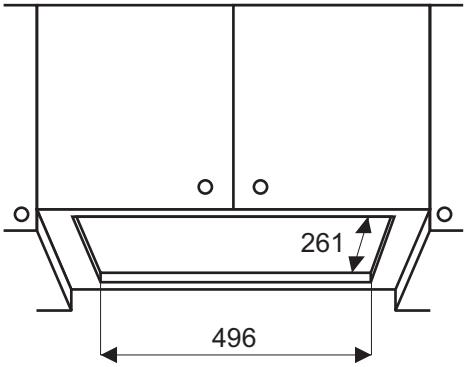

Рис. 11
1. Подвесной шкафчик, в который будет устанавливаться вытяжка, должен быть предварительно подготовлен. В дне шкафчика, в соответствии с размерами вытяжки, необходимо вырезать прямоугольное отверстие (см. Рис. 11). Кроме того, в потолке шкафчика необходимо прорезать круглое отверстие под гибкий воздуховод.